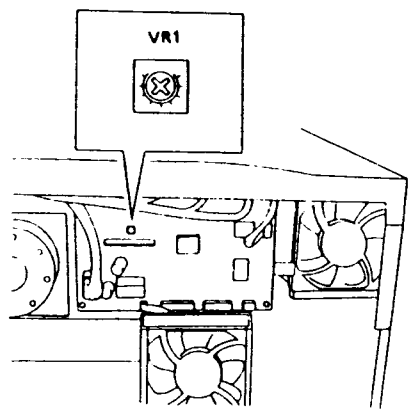

Рис. 2 NZM-0101
4. (Рис. 2): Отрегулируйте световой поток потенциометром VR1 на главной PWB в соответствии с результатами проверки.